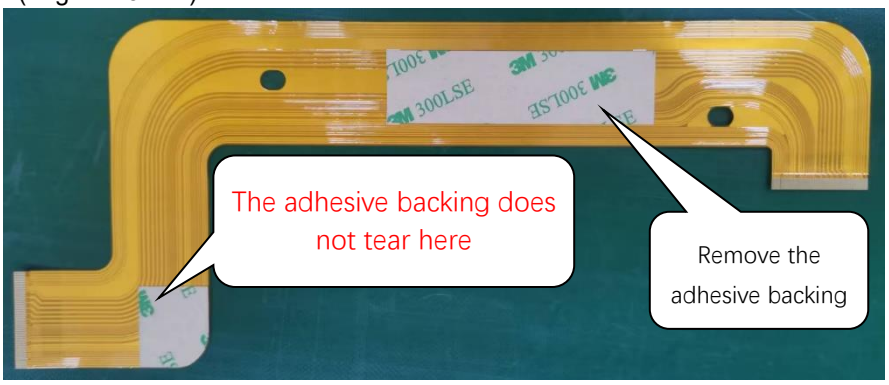

Figure 3-41 Cable installation
1. Tear off the two pieces of easy-open adhesive release paper; insert the screen cable plug horizontally into the screen slot, and stick the carrying handle backing on the screen T-CON board, and press and paste firmly, as shown in the figure; (Figure 3-41).